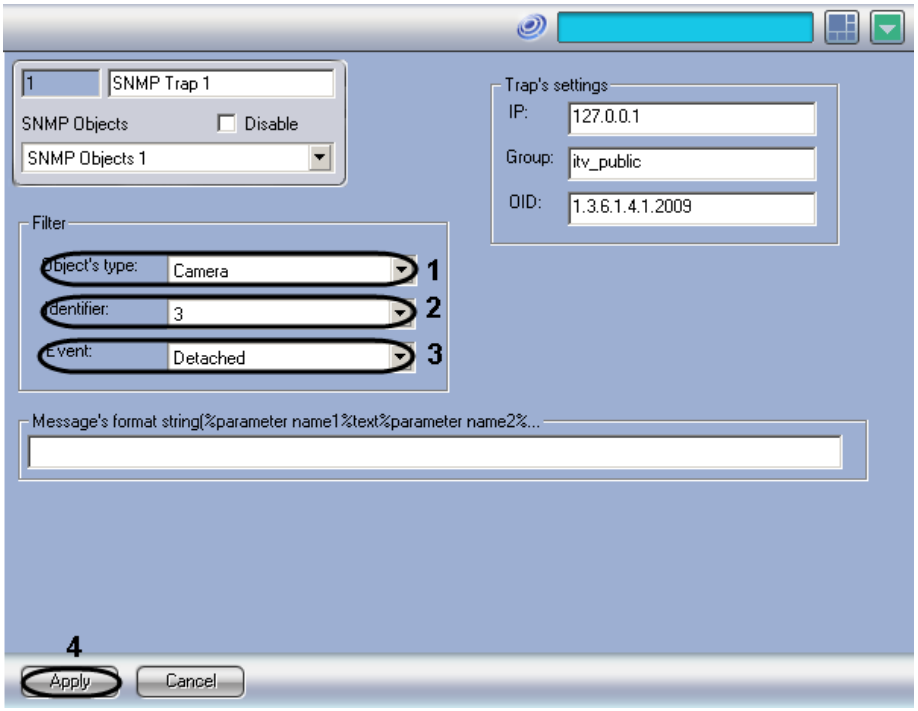

Figure 8.11-5. Setting up the events filter for transmitting to SNMP-agent
1. Go to the settings panel of SNMP trap object (Figure 8.11-5).
2. From the dropdown list Object's type of filter group select the object's type for which the required event may be registered (Figure 8.11-5, 1). If no object's type is selected, all the events concerning all the system objects will be transferred to SNMP-agent.
3. From the dropdown list Identifier of filter group select the object's identification number, which type has been entered during the second step (Figure 8.11-5, 2).If the field is not fulfilled, all the events concerning objects of the given type will be transferred to SNMP-agent.
4. From the dropdown list Event of filter group select the required object for the set during steps 2-3 object (Figure 8.11-5, 3). If the field is not fulfilled, all the events registered for the given event will be transferred to SNMP-agent.
5. Click Apply button to save the changes (Figure 8.11-5, 4).